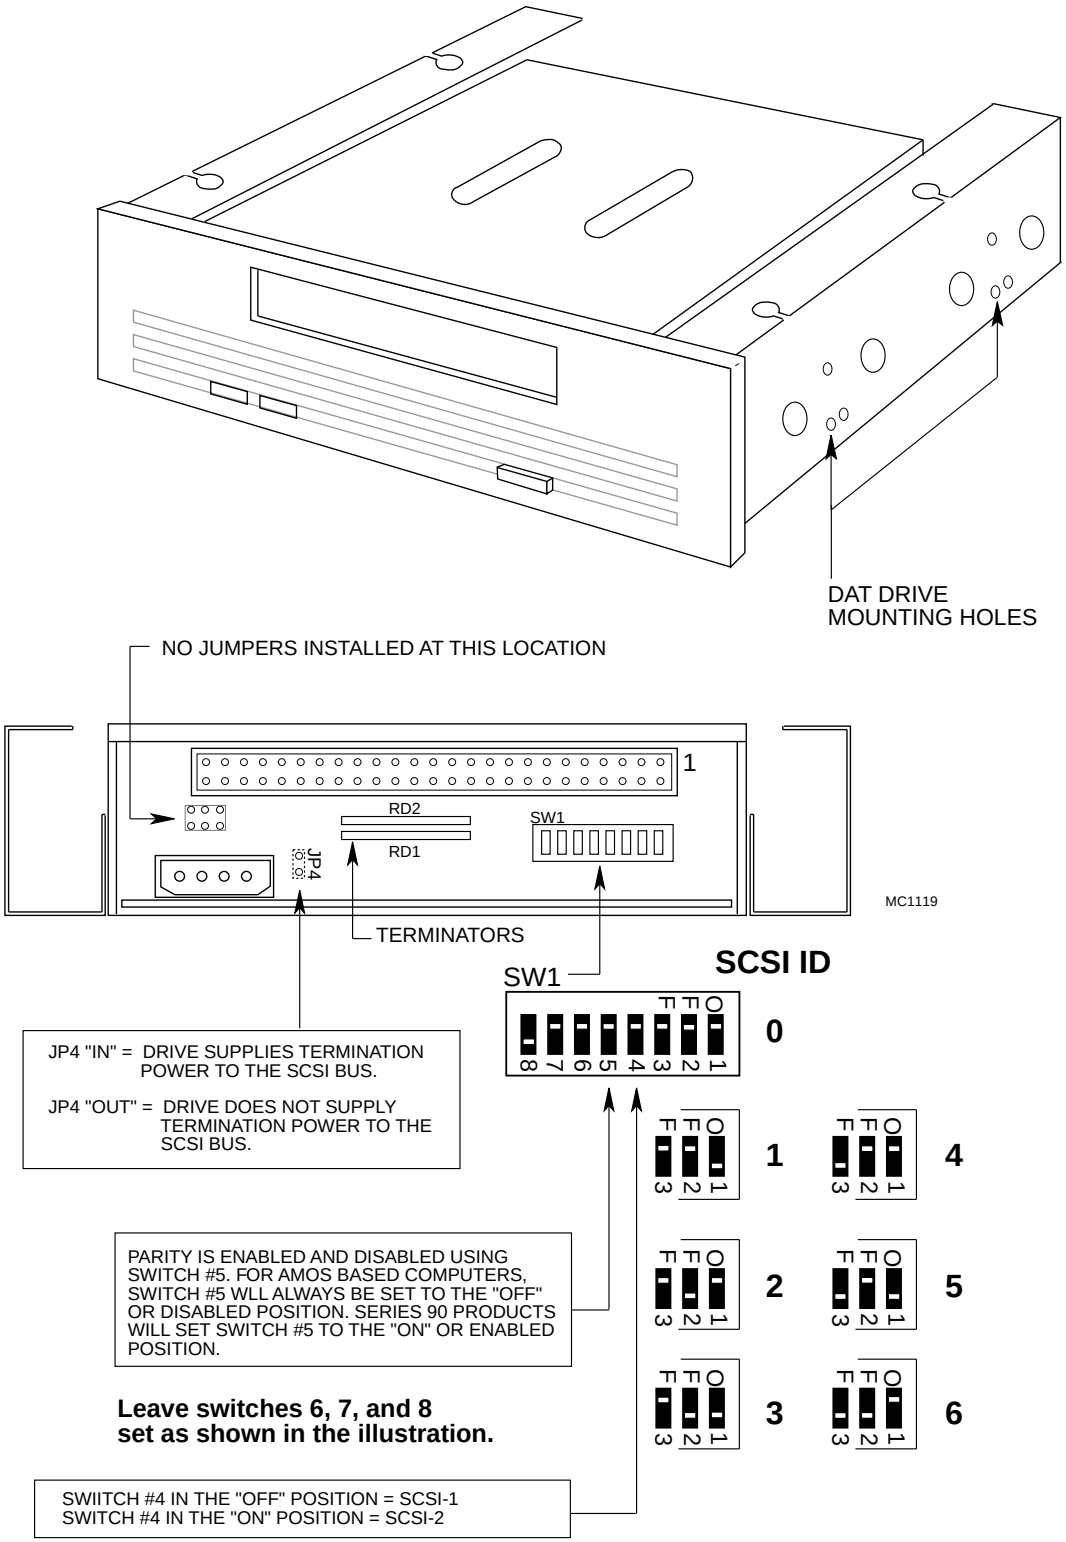
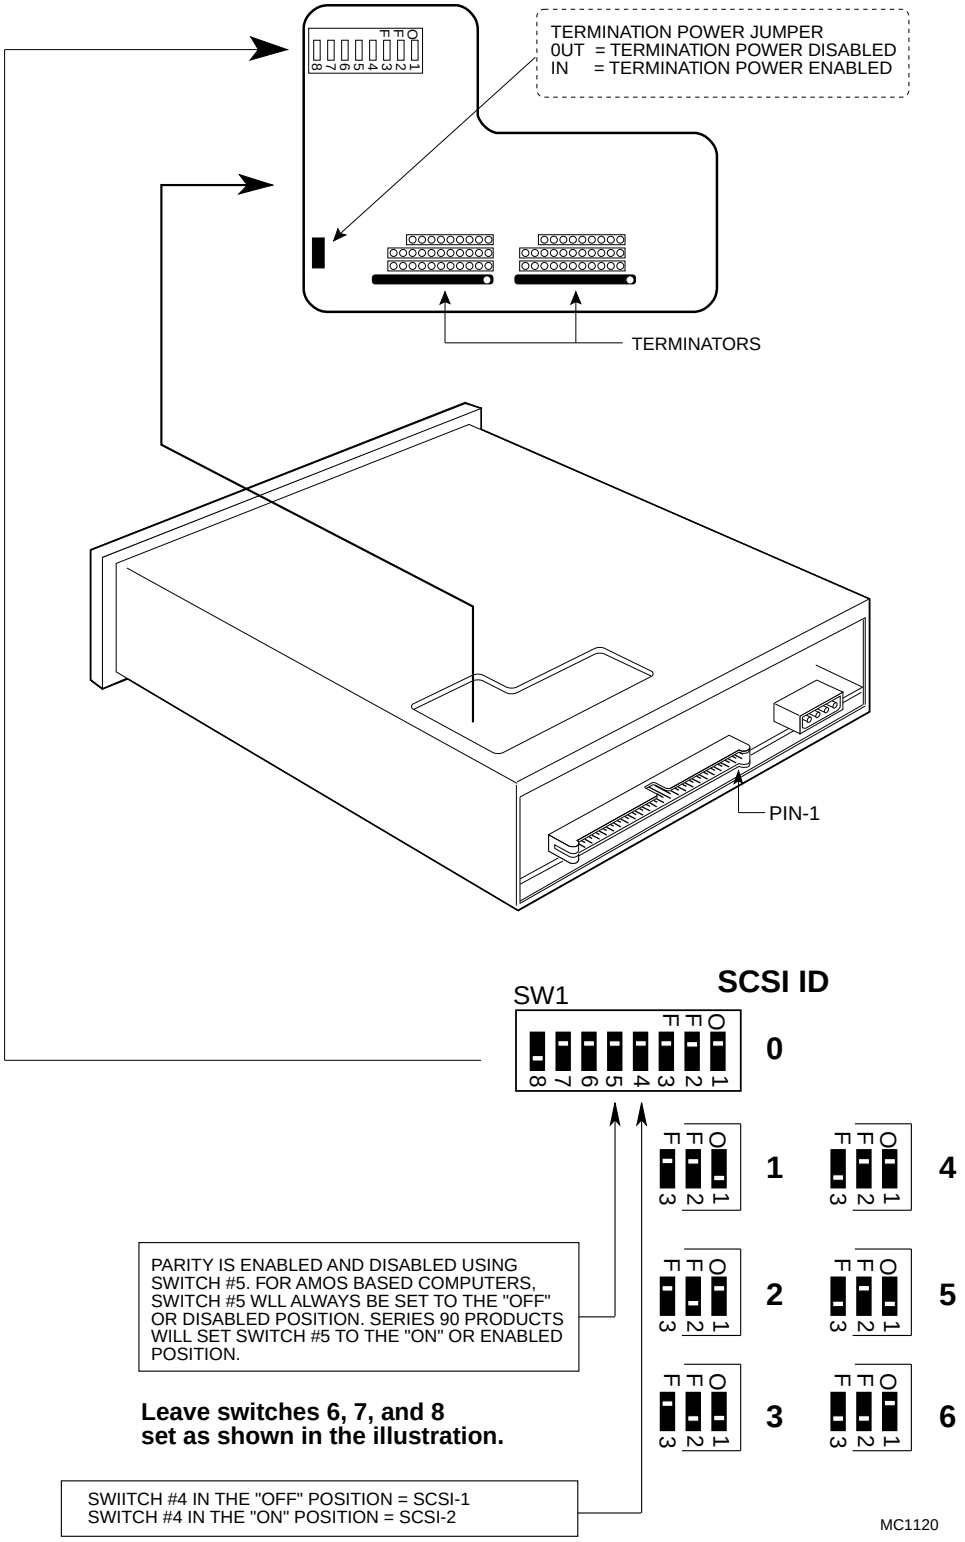

Figure 1—AM-647 Configuration Type 1
Figure 1A—AM-647 Configuration Type 2
First, you need to verify your SCSI address is set correctly (See Figure 1). On the back of your DAT drive is a SCSI device select area. If you want to be able to warm boot from your DAT drive, it must be set to a numerically higher SCSI ID than any other magnectic tape device on the bus. If you have a Roadrunner, AM-4000, or AM-540 enhanced AM-3000M computer, you have seven SCSI IDs to choose from (0 through 6). All other Alpha Micro AMOS based computers support SCSI IDs 0 through 3. Don't worry if you have a gap in your device addressing, the Alpha Micro Operating System doesn't require that each device be defined in sequence.
There are two different types of DAT drives. Figure 1 shows a 3-1/2" drive factory mounted in a 5-1/4" frame. Figure 1A shows a 5-1/4" half-height DAT drive. The termination power jumper and configuration switch settings are the same for both types of tape drives. See the applicable illustration for the location of the jumper and switches.
2. The DAT drive has a number of mounting screw-holes on its side. The screw holes we need for this installation are shown in Figure 1.